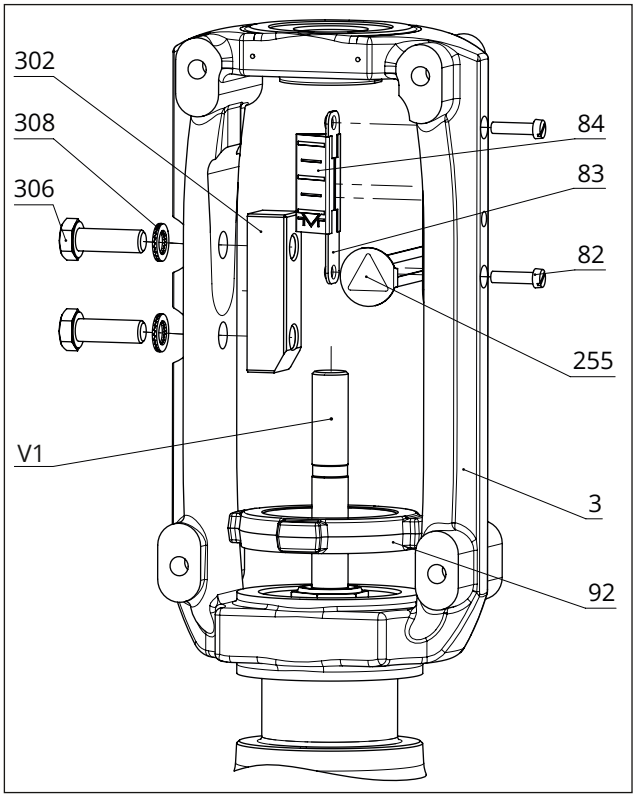
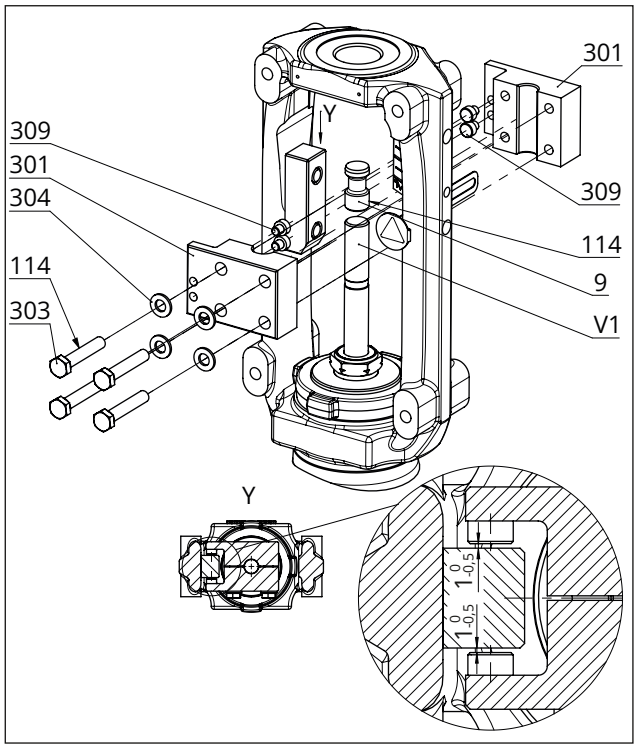

Fig. 24: *Overview of yoke assembly with travel indicator scale in the special version*
Fig. 25: *Overview of anti-rotation fixture assembly in the special version*
See Fig. 24 and Fig. 25
– There is a nominal clearance of 0.5 to 1 mm between the sliding washers and their contact surface on the yoke on each side (see detailed view Y in Fig. 25).